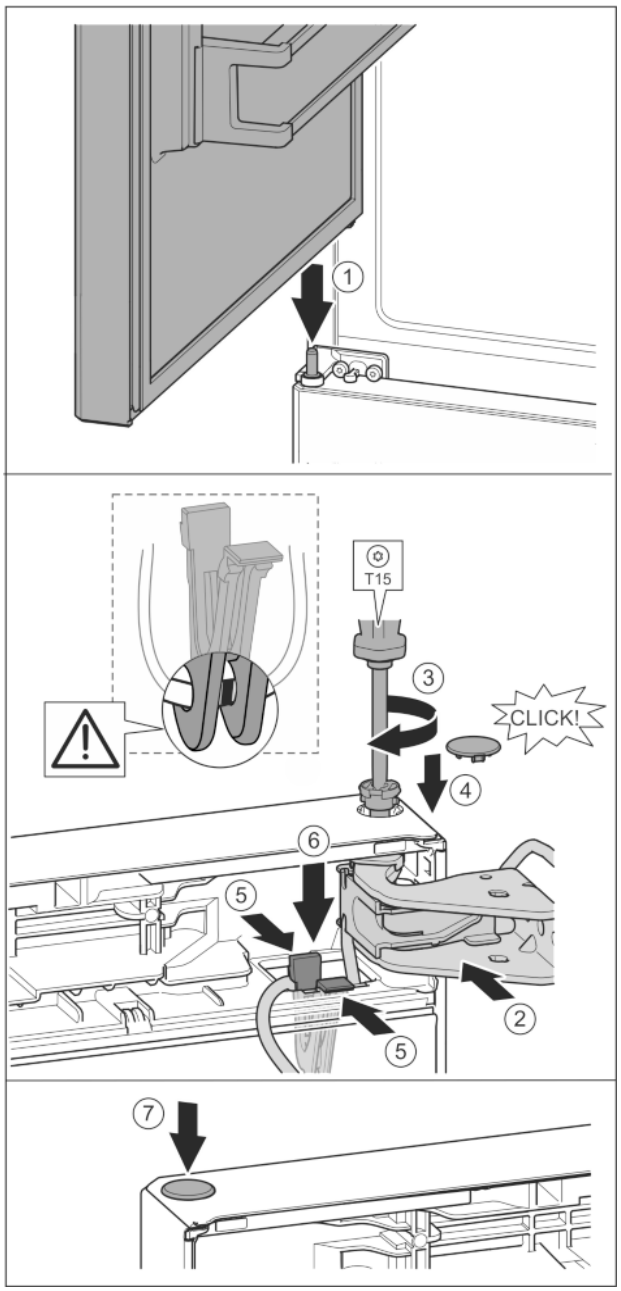

Fig. 39
- ▶ Place the upper door on the centre bearing pins *Fig. 39 (1)*
- ▶ Align the top of the door with opening in the bearing bracket. *Fig. 39 (2)*
- ▶ Insert the bolt and tighten with a T15 screwdriver. *Fig. 39 (3)*
- ▶ Fit the protective cover to protect the door: Insert the protective cover and check that it is attached to the door. If not, insert the bolt fully. *Fig. 39 (4)*
- ▶ Insert the holder with its cable into the opening. *Fig. 39 (5)*
- ▶ Press the holder downwards until the tab clicks into place. *Fig. 39 (6)*
- ▶ Insert the plugs. *Fig. 39 (7)*